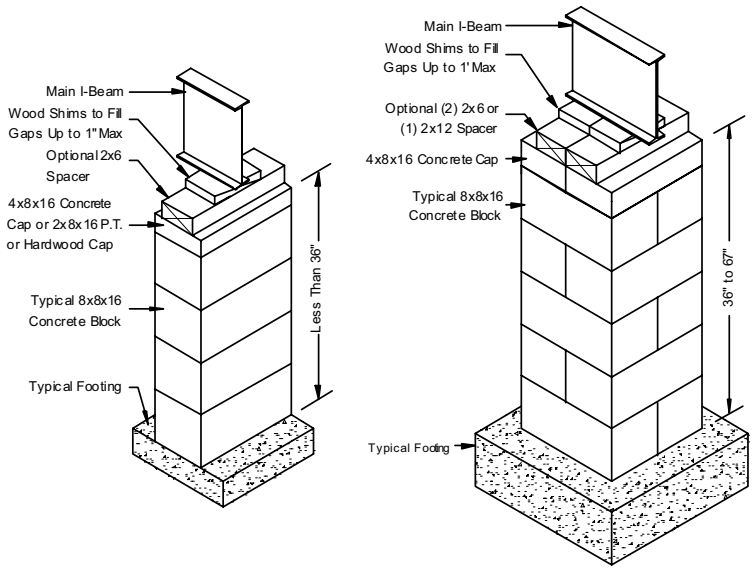

Figure 18. *Frame pier construction*
2. **Stack blocks.** Stack concrete blocks with their hollow cells aligned vertically. When piers are constructed of blocks stacked side-by-side, orient each layer at right angles to the previous one (**Figure 18**) and plan blocks so that split caps will be perpendicular to the blocks they rest on and to the I-beam.